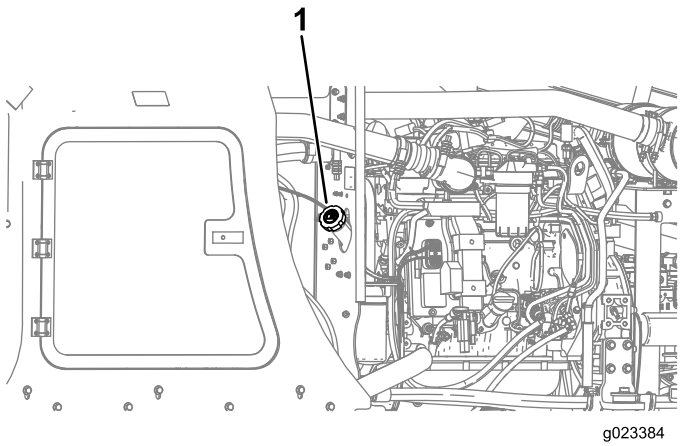

Rysunek 34
3. Zdjąć korek wlewu paliwa ze zbiornika paliwa (Rysunek 34).